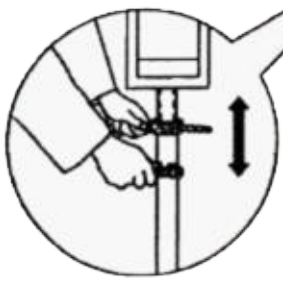

Рис. 44
3. Ослабьте фиксирующую ручку на пол-оборота, рис. 44.
5. Для уменьшения вибрации проведите окончательную регулировку высоты. рис. 44